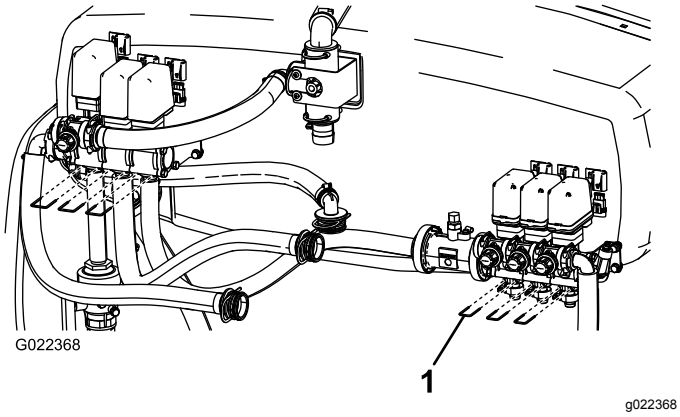

Figur 50
B. Ta bort de tre klykorna som fäster ventilsätena på ventilerna (Figur 50).
Obs: Håll koll på hur många fjädrar som hör till ventilen (Figur 50).